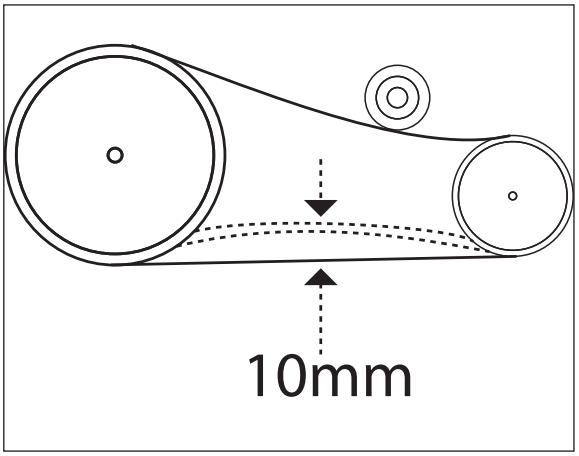

Bild 19
- Der Keilriemen darf sich im gespannten Zustand ca. 10 mm durchdrücken lassen. (Siehe Bild 19)